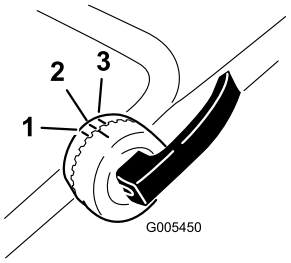

**Figur 4**
2. Lås de øvre håndtagslåse op, og roter det øvre håndtag opad, og lås det i en position, der er bekvem for dig (Figur 4).
**Bemærk:** Du kan indstille det øvre håndtag til 1 af 3 håndtagspositioner. Mærket skal være på linje med et af de tre mærker på indersiden af de øvre håndtagslåse (Figur 4).